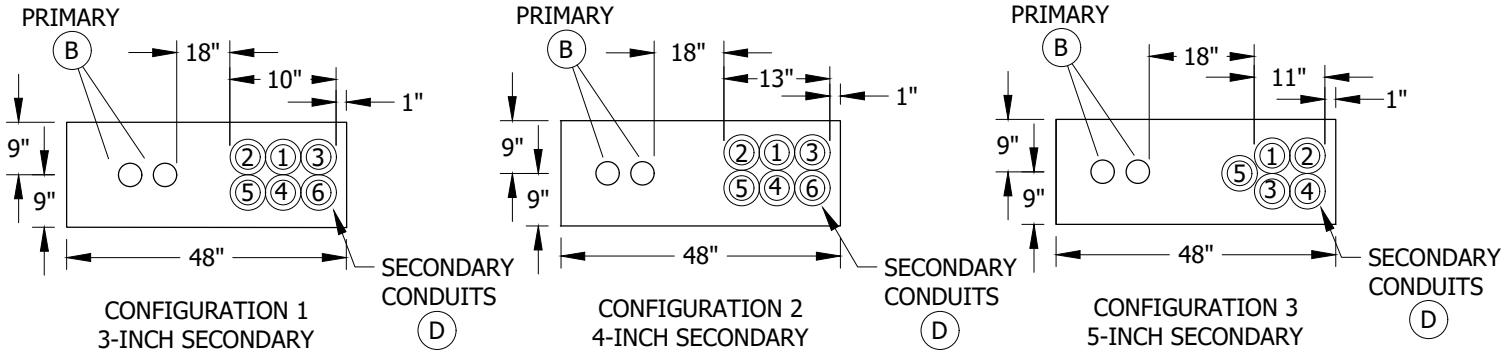

FIGURE 2
(B) PLACE ALL PRIMARY AND SECONDARY CONDUITS WITHIN THE PAD OPENING AS SHOWN IN FIGURES 2 & 3. TERMINATE PRIMARY AND SECONDARY CONDUITS FLUSH WITH THE TOP OF THE PAD. DO NOT CUT INTO THE CURVED PORTION OF THE ELBOWS. RADIUS OF CURVATURE IS 36-INCH MINIMUM FOR 3-INCH, 4-INCH AND 5-INCH CONDUITS.